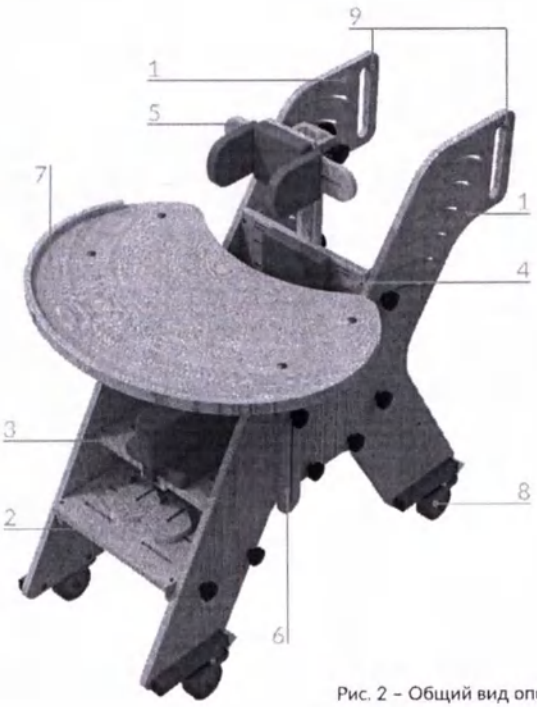

Рис. 2 – Общий вид опоры
Опора (см. рис. 2) состоит из двух боковин (1) к которым крепятся остальные части опоры: узел подножки (2), узел сиденья (3), узел спинки (4), узел подголовника (5), подлокотники (6) и столик (7).